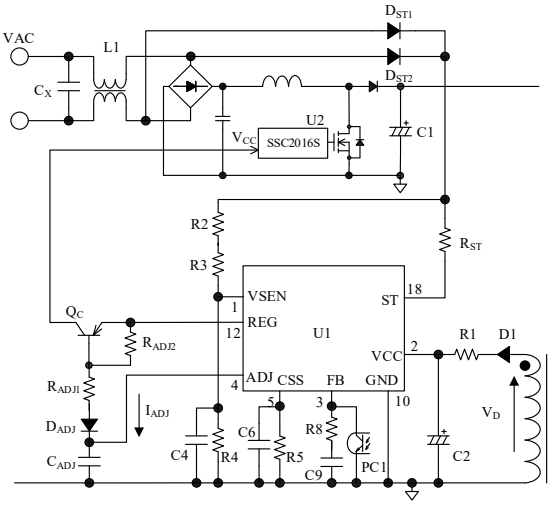
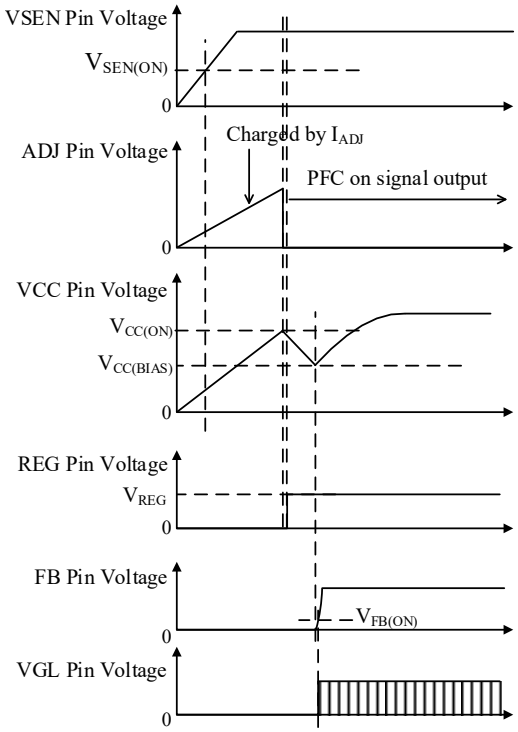

Figure 8-11. VCC Pin Peripheral Circuit
Figure 8-12. Startup Operation When PFC ON/OFF Function is Enabled
Figure 8-11 shows the VCC pin peripheral circuit. Figure 8-12 shows the startup operational waveforms.
During the IC operation, the rectified voltage from the auxiliary winding voltage, V_D, in Figure 8-11 is a power source to the VCC pin.
- The value of C2 in Figure 8-11 is increased and/or the value of R1 is reduced.